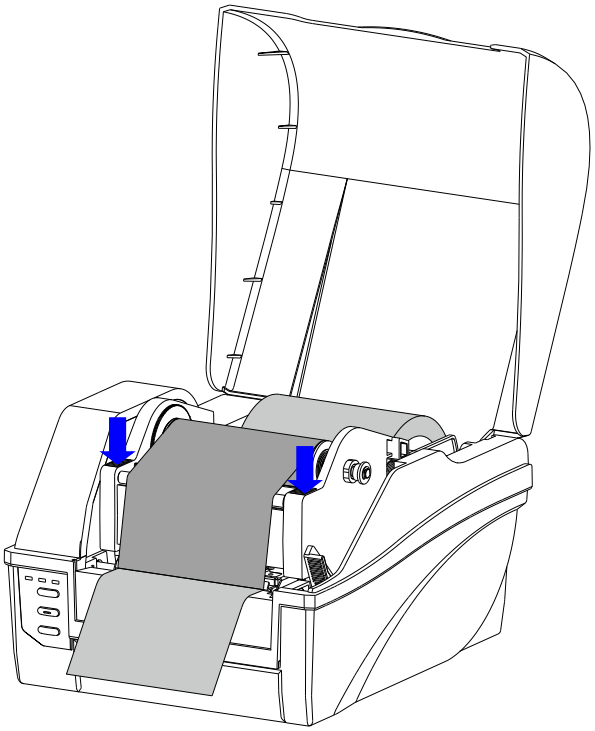

Figure 2-16 Media loaded
6. Press the Printhead Module downward until you hear a "click", which indicates the module have locked into place, as shown in Figure 2-16.